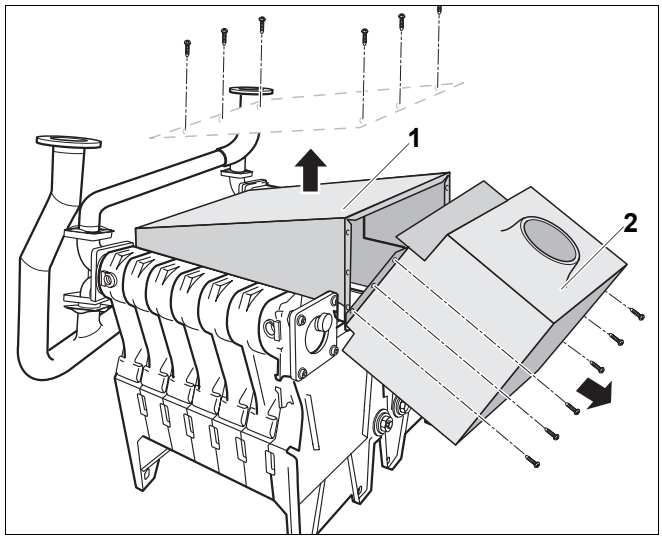

Rys. 93 Demontaż przerywacza ciągu
- Odkręcić 6 śrub przerywacza ciągu (rys. 93, **poz. 2**) i zdemontować przerywacz ciągu.
- Zdemontować pokrywę wyczystkową kolektora spalin (rys. 93, **poz. 1**).
- Ponownie zamontować pokrywę wyczystkową kolektora spalin (rys. 93, **poz. 1**).